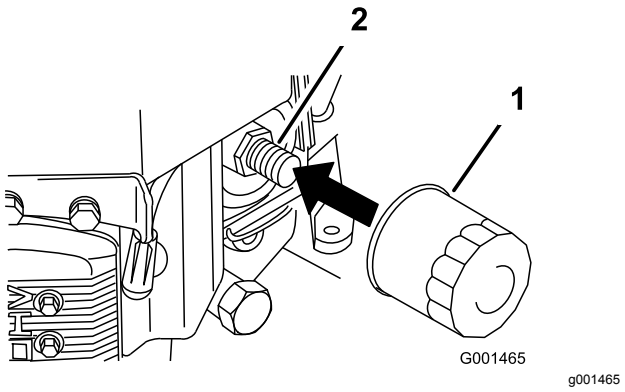

Figuur 37
2. Verwijder het oude filter (Figuur 37).
3. Smeer een dun laagje schone olie op de rubberen pakking van het nieuwe filter (Figuur 37).
4. Plaats het nieuwe filter op het filtertussenstuk, draai het oliefilter rechtsom totdat de rubberen pakking contact maakt met het filtertussenstuk. Draai het filter vervolgens nog een extra 3/4 slag vast (Figuur 37).